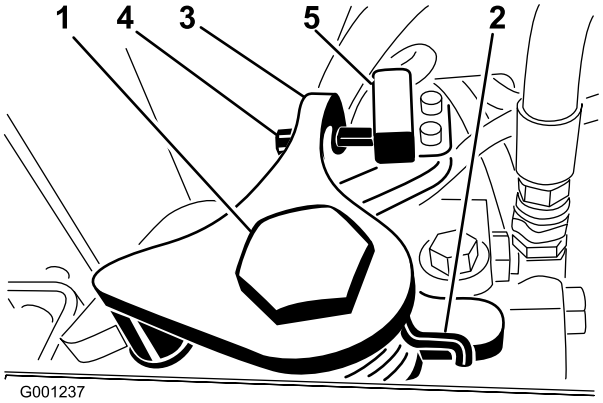

**Figuur 57**
3. Draai de klemschroef aan de andere kant van de afstelnok van de tractie los (Figuur 57).
7. Draai aan de schroef op de arm voor de terugkeer naar de neutraalstand (Figuur 57) totdat de afstand tussen het uiteinde van de schroef en het schakelaarcontact 2,3 tot 3,8 mm bedraagt.